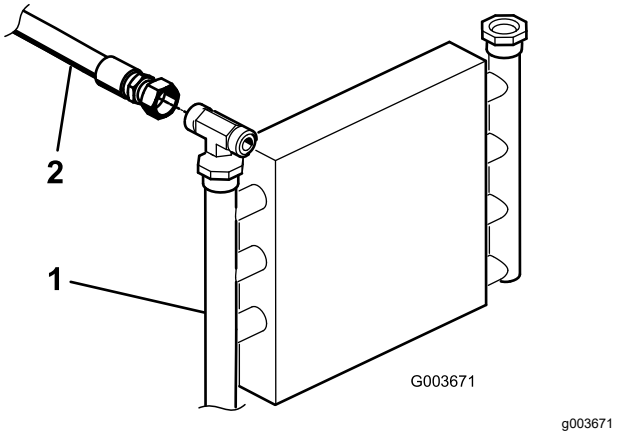
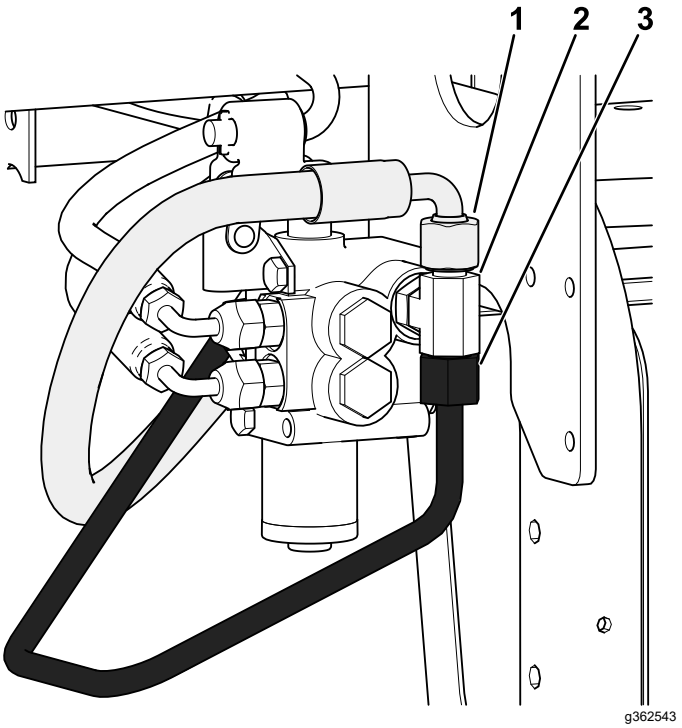

Figura 4
Figura 6
1. Localize o tubo hidráulico que vai do refrigerador de óleo à válvula de elevação existente (Figura 4).
3. Desligue e remova o tubo hidráulico do refrigerador de óleo e válvula de elevação (Figura 4 e Figura 6).
C. Desligue o tubo hidráulico (144-1367) da união em T (340-94) como se mostra na Figura 6.